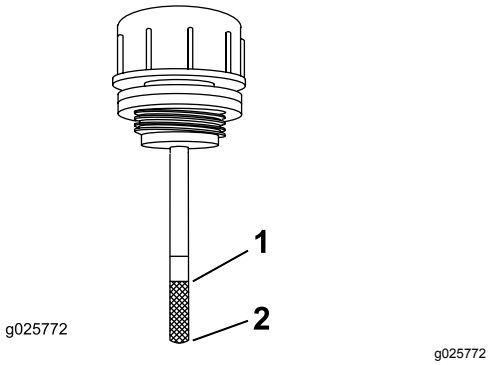

Figur 68
6. Rengör området runt oljestickan i hydraulsystemets tank (Figur 68).
7. Ta bort oljestickan från hydraultanken (Figur 68).
9. Ta ut oljestickan och titta på änden (Figur 68). Om vätskenivån är vid påfyllningsmarkeringen häller du sakta så mycket vätska i hydraultanken som behövs för att öka nivån till fullinjen.